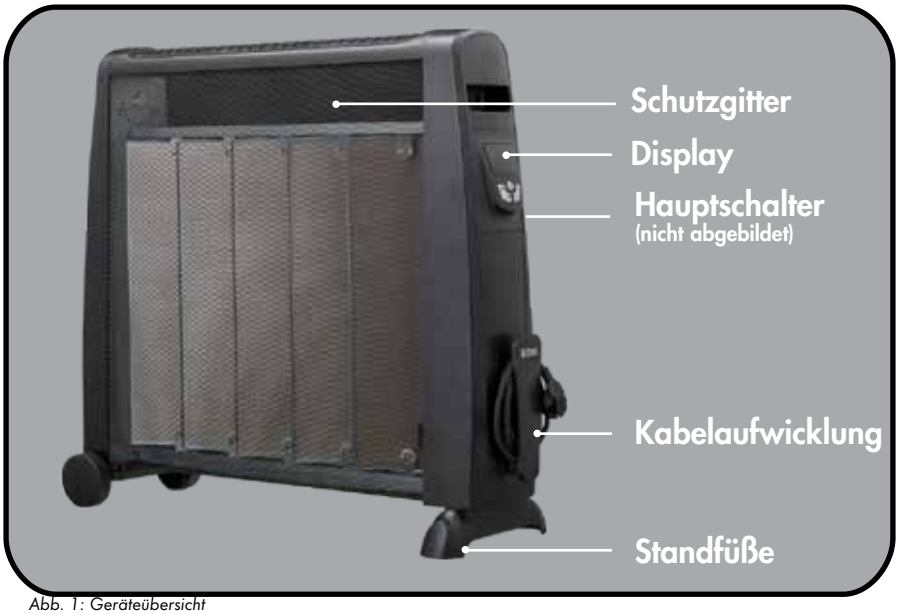

Abb. 1: Geräteübersicht
2. Schalten Sie nun das Gerät durch Betätigen des Hauptschalters (siehe Abb. 1) an. Das Gerät befindet sich in Stand-By.
2. Zum endgültigen Abschalten (z.B. bei längeren Heizpausen oder zur Lagerung) das Gerät am Hauptschalter (siehe Abb. 1) auf Position 0 bringen und Netzstecker ziehen.